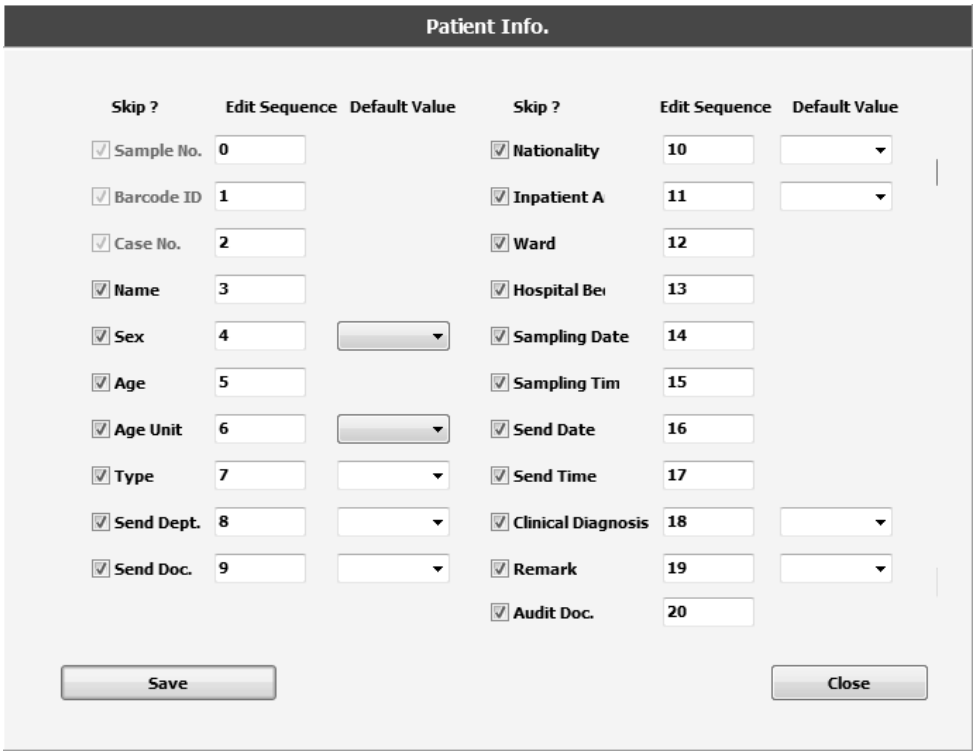

Figure 8-2-16
e)Click the"Edit Sequence Setting" key, as shown in Figure 8-2-16: